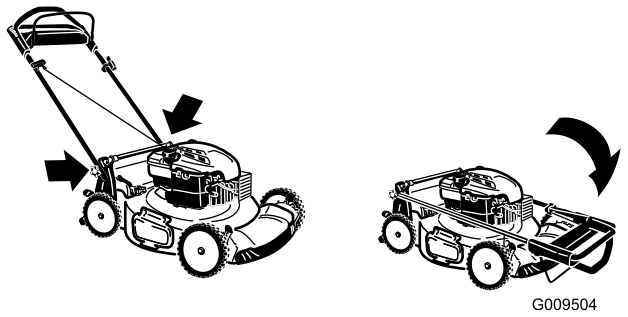

Figuur 32
3. Klap het bovenste deel van de handgreep naar achteren zoals word getoond in Figuur 32.